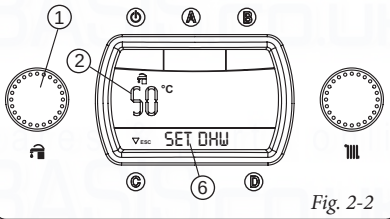

Fig. 2-2
- **Summer ( ):** in this mode the boiler operates only to provide domestic hot water. The temperature is set using the selector switch (item 1) and the relative temperature (item 2) is indicated on the display and the 'SET' indication appears (Fig. 2-2). By turning the selector switch (item 1) in a clockwise direction the temperature increases and in an anti-clockwise direction it decreases.